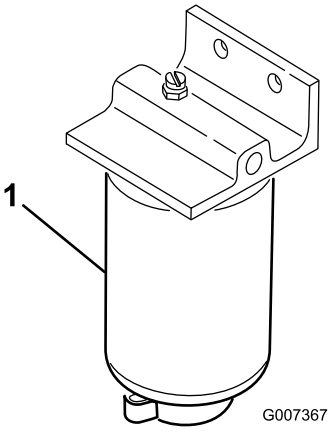

Figuur 40
2. Reinig de omgeving van de plaats waar de filterbus wordt gemonteerd (Figuur 40).
4. Open de aftapplug van het filter en het ontluchtingsventiel (Figuur 40).